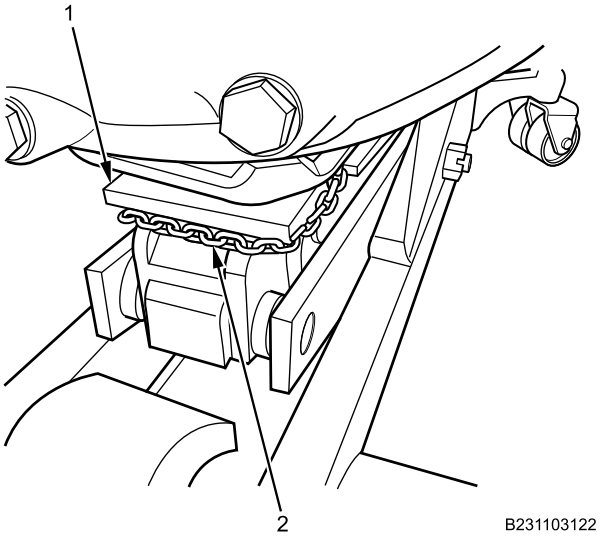

Figure 10. Hoist Lever Chain.
16. Position hoist lever chain (Figure 10, Item 2) under front section of floor jack lift plate bracket (Figure 10, Item 1).